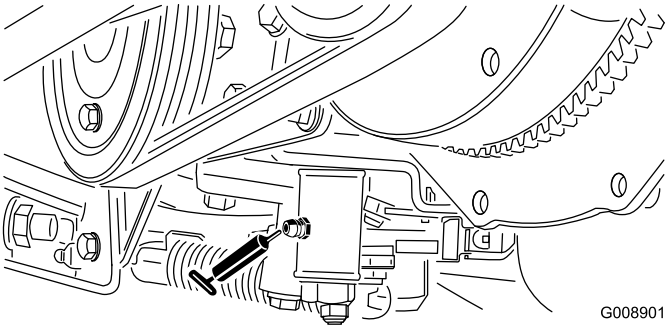

Figura 54
- Mecanismo de ajuste de punto muerto (Figura 54)